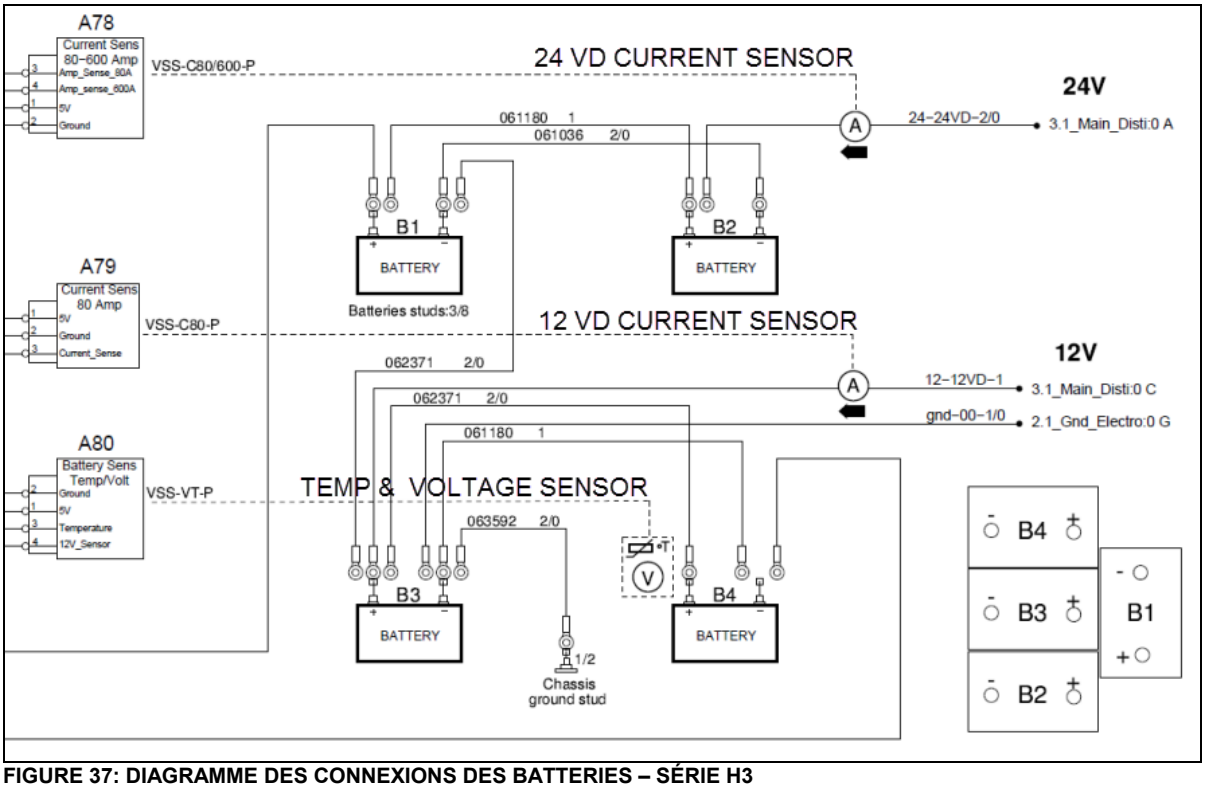

FIGURE 37: DIAGRAMME DES CONNEXIONS DES BATTERIES – SÉRIE H3
Le groupe de batteries est composé de quatre (4) batteries AGM. Pour éviter une mauvaise installation, placez les pôles positifs et négatifs des batteries selon l'image ci-dessous (Figure 37).